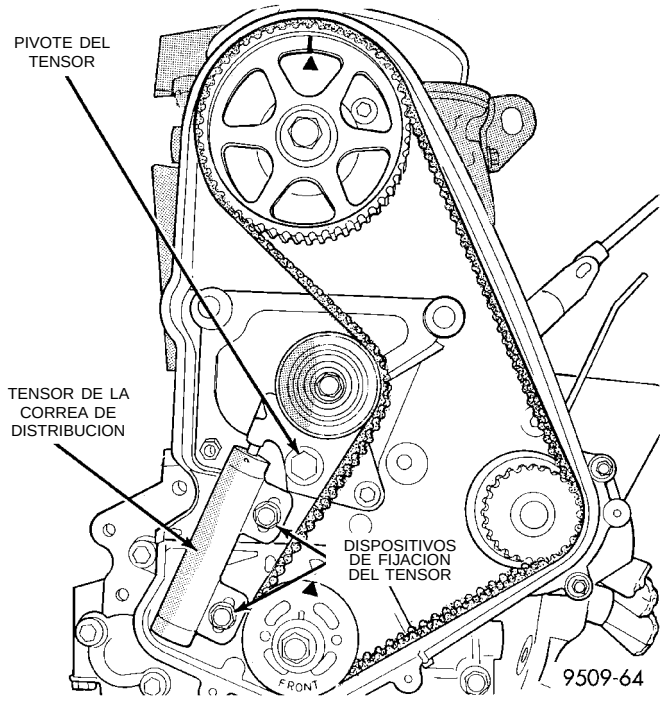

Fig. 48 Desmontaje de la correa de distribución
(8) Afloje los dispositivos de fijación del tensor de la correa de distribución (Fig. 48) y retire la correa y el tensor.